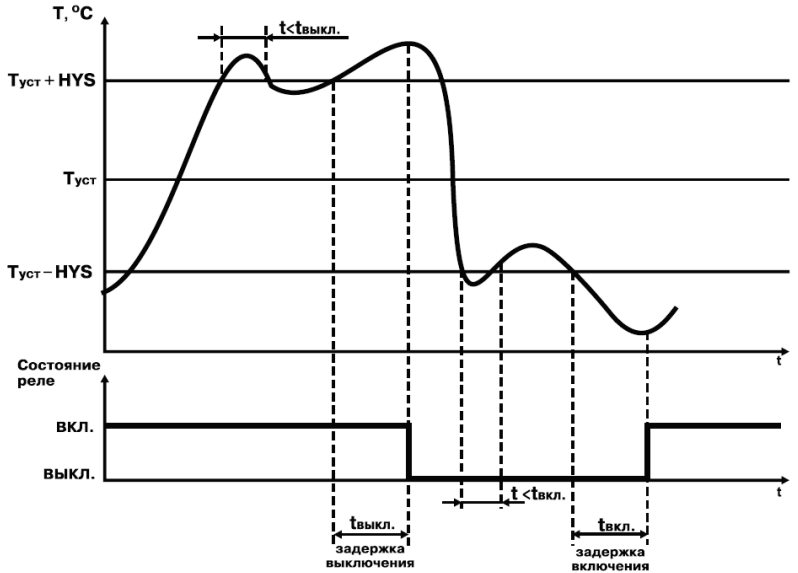

Рисунок 3.7
3.2.4.2 Для ЛУ, работающих в режиме двухпозиционного регулирования, может быть задано время задержки включения и время задержки выключения (рисунок 3.7).